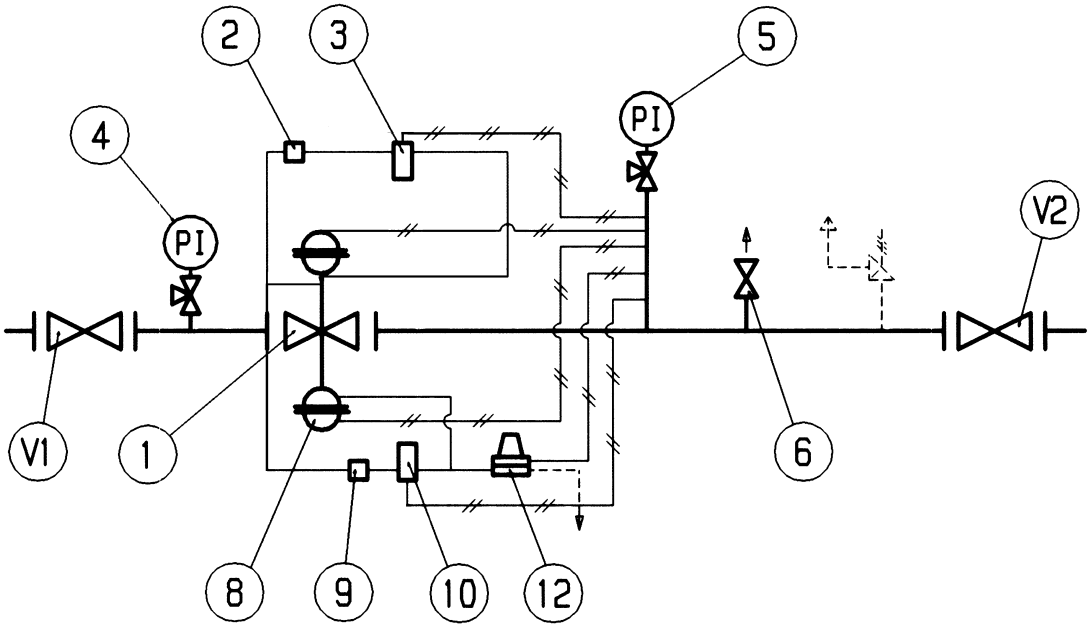

Fig. 16
6.2 REFLUX 819 MIT INTEGRIERTEM MONITOR PM/819 UND SCHLIESSBESCHLEUNIGER (ABB. 16)
6.2 MISE EN SERVICE DU DETENDEUR AVEC MONITOR INCORPORE PM/819 E VANNE D'ACCELERATION (FIG. 16)